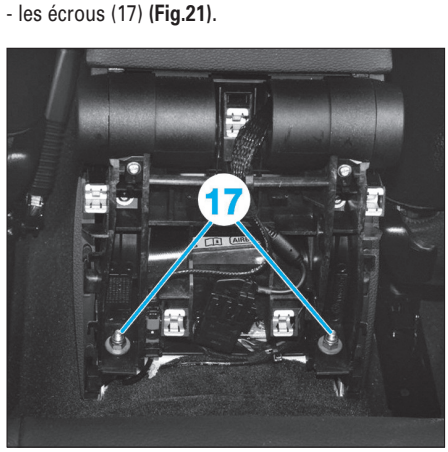

Fig. 21
- les écrous (17) **(Fig.21)**.